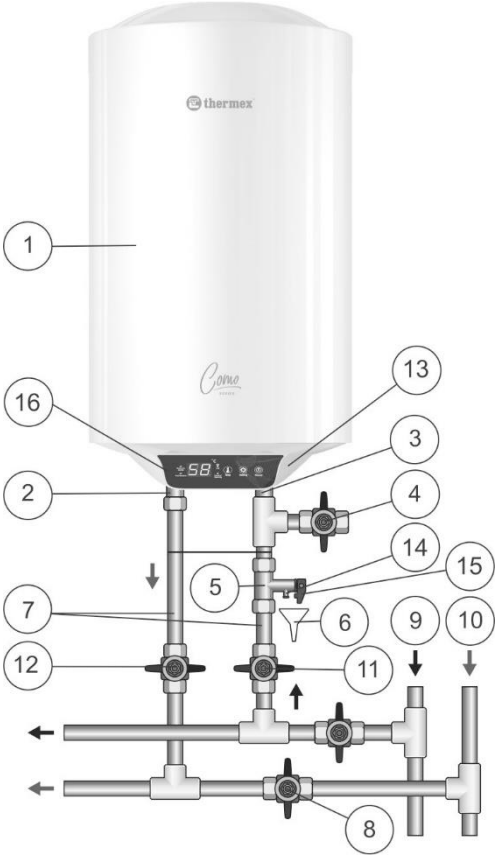

Fig. 1. Schema del collegamento idraulico dello scaldacqua
E indispensabile provvedere regolarmente (minimo una volta al mese) allo scarico di una porzione piccola dell'acqua dall'attacco di scarico della valvola di sicurezza alla canalizzazione per lo scopo di pulizia del calcare e controllo di funzionalità della valvola di sicurezza. Una leva (Fig. 1, pos.15) serve per aprire la valvola di sicurezza**.** Occorre assicurare che durante il funzionamento dello scaldacqua la leva suindicata sia in posizione che chiuda lo scarico dell'acqua dal serbatoio.
Montare la valvola di sicurezza (Fig. 1, pos.5) all'entrata dell'acqua fredda (Fig. 1, pos.3), un raccordo con annello di colore blu, a 3,5-4 giri assicurando la tenuta idraulica del collegamento con qualsiasi materiale di guarnizione (lino, nastro Teflon, etc.).
Il collegamento idraulico si effettua secondo le indicazioni riportate sulla Fig. 1 esclusivamente a mezzo dei tubi di rame, tubi multistrato di tipo «M-pipes» (costituite da strati polimerici e metallici) o di plastica oppure dei raccordi flessibili idraulici. E vietato l'utilizzo dei raccordi flessibili idraulici già usati. Si consiglia di alimentare lo scaldacqua con l'uso di filtro defangatore montato sulla tubazione di acqua fredda (non in dotazione).
Fig. 1: 1 – Scaldacqua, 2 – raccordo per l'uscita dell'acqua calda, 3 – raccordo per l'entrata dell'acqua fredda, 4 – rubinetto di scarico (non in dotazione), 5 – valvola di sicurezza, 6 – scarico alla canalizzazione (non in dotazione), 7 – tubi di alimentazione, 8 – chiudere il rubinetto quando lo scaldacqua è in uso, 9 – tubo di acqua fredda, 10 – tubo di acqua calda, 11 – rubinetto dell'alimentazione di acqua fredda, 12 – rubinetto dell'uscita di acqua calda, 13 – calotta di protezione, 14 – attacco di scarico della valvola di sicurezza, 15 – leva di apertura della valvola di sicurezza, 16 – pannello di comando.
NB: per facilitare la manutenzione dello caldacqua durante il suo uso si consiglia d'installare il rubinetto di scarico (Fig. 1, pos.4) in conformità alle indicazioni fornite sulla Fig. 1 (per i modelli non dotati del raccordo di scarico (non è in dotazione)).